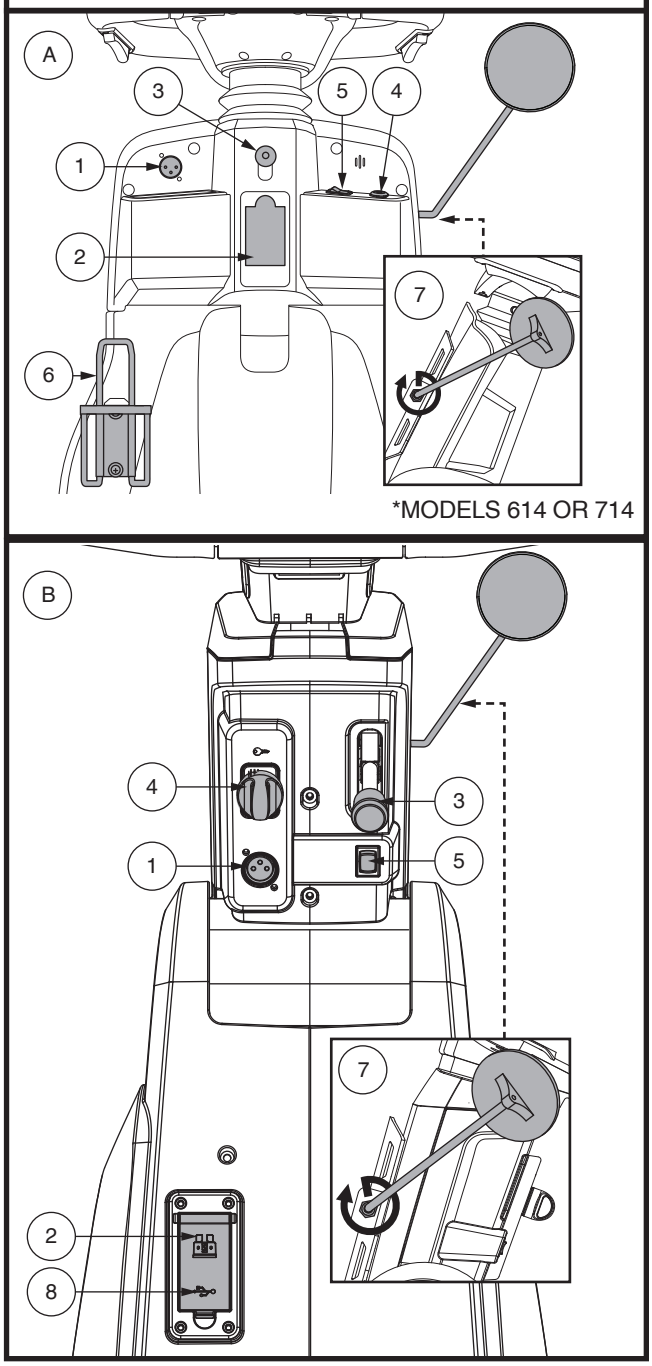

Figure 8. Lower Tiller Components
The off-board charger power cord plugs into this port during battery charging. The off-board charger port will be located on the tiller. **See figure 8.**
- Insert the key into the key switch and turn it clockwise to power up (turn on) your scooter. **See figure 8.**
This switch dictates which throttle control lever (left or right) will function. **See figure 8.**